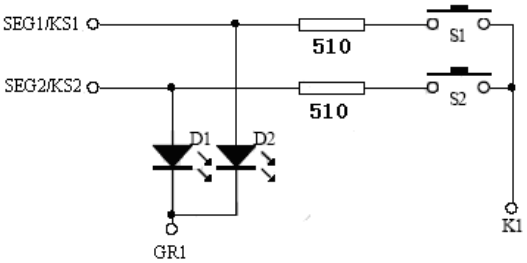

图15、
2、在SEG1—SEG N上面串联电阻如图15所示，电阻的阻值应选在510欧姆，太大会造成按键的失效，太小可能不能解决显示干扰的问题。